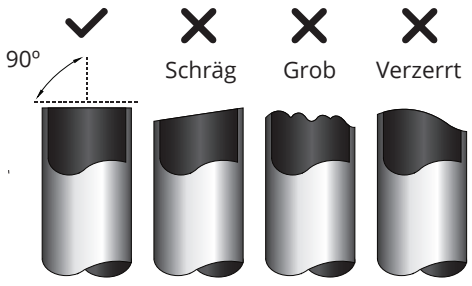

Abb. 7.4
1. Achten Sie darauf, dass Sie das Rohr in einem exakten Winkel von 90° schneiden. Siehe dazu Abb. 7.4 mit Beispielen mangelhafter Schnitte